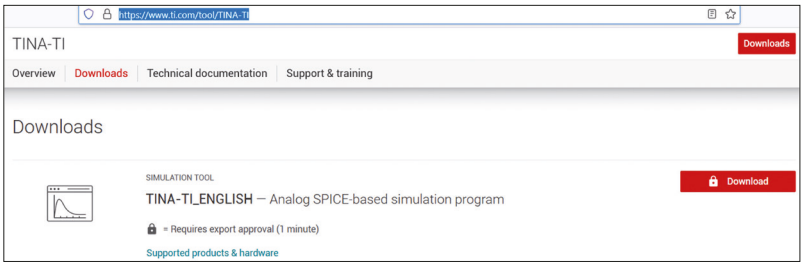

Figure 2.18 Click Download
- Scroll down to TINA-TI_ENGLISH and click Download (Figure 2.18).